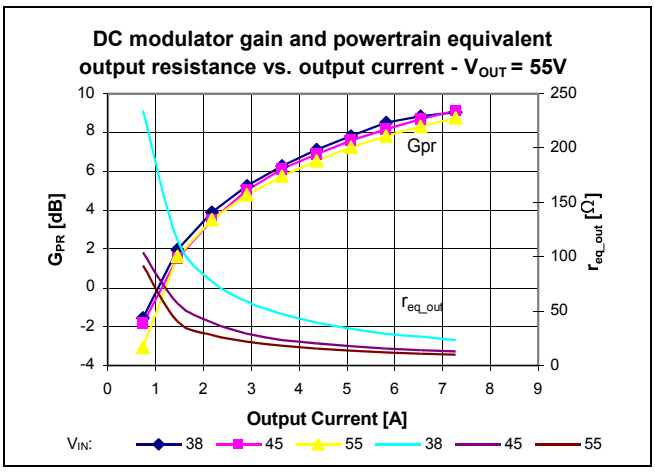
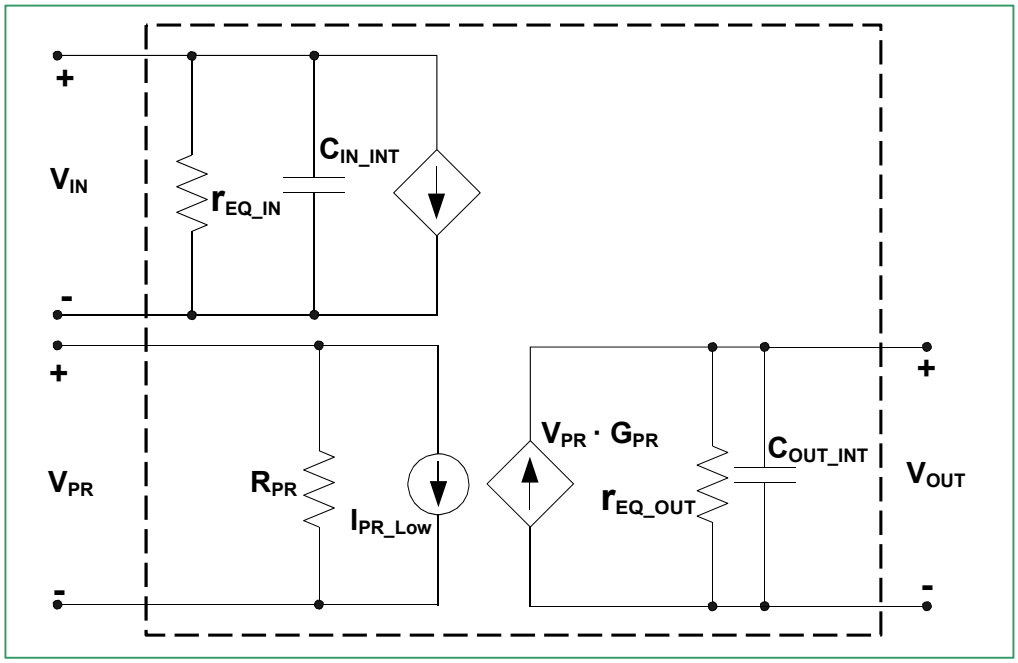

Figure 17 – Powertrain characteristics vs. I_{OUT}; Resistive load, V_{OUT} = 55 V, various V_{IN}
Figure 25 – PRM48BF480T400B00 AC small signal model
The powertrain small signal (plant) response consists of a single pole determined by the load resistance, the powertrain equivalent output resistance, and the total output capacitance (internal and external to the module). Both the modulator gain and the equivalent output resistance vary as a function of line, load and output voltage, as shown in Figures 17, 18 and 19. As the load increases, the powertrain pole moves to higher frequency. As a result, the closed loop crossover frequency will be the highest at full load and lowest at minimum load. Figure 25 shows a reference AC small-signal model.
In order to properly compensate the control loop, all components which contribute to the closed loop frequency response should be identified and understood. Figure 25 shows the AC small signal model for the module. Modulator DC gain G_{PR} and powertrain equivalent resistance r_{EQ_OUT} are shown. These modeling parameters will support a design cut-off frequency up to 50 kHz.
- Modulator Gain G_{PR}: See Figures 17, 18, 19
- Powertrain equivalent resistance r_{EQ}: See Figures 17, 18, 19